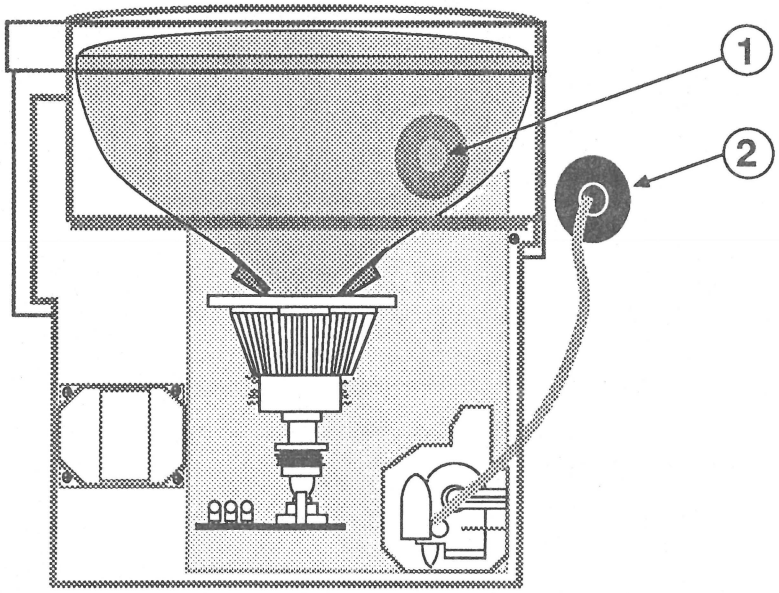
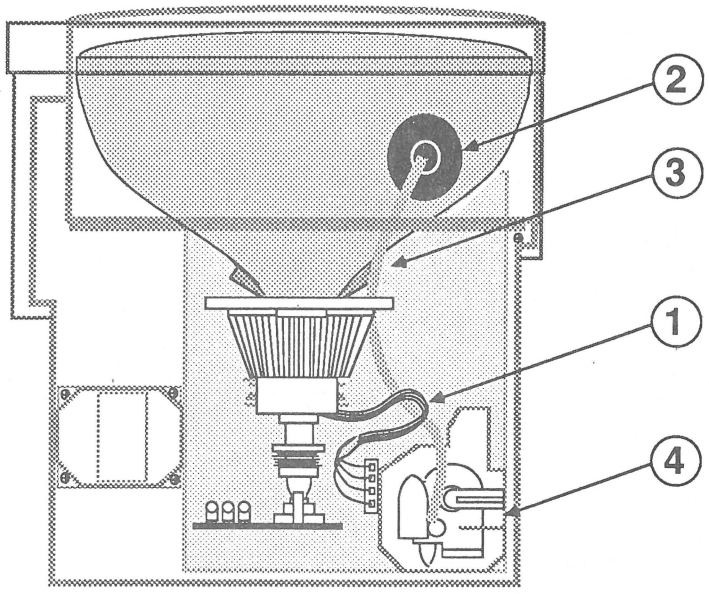

FIGURE 2
FIGURE 3
Normally the anode aperture (Figure 2, #1) has a connector plugged into it (Figure 3, #2). When a CRT is replaced, the anode connector is removed, exposing the anode. The anode can maintain a charge of several thousand volts (even after the power is off).
1. The yoke wires (Figure 3, #1)
2. The anode connector (Figure 3, #2)
3. The anode wire (Figure 3, #3)
4. The flyback transformer (Figure 3, #4)